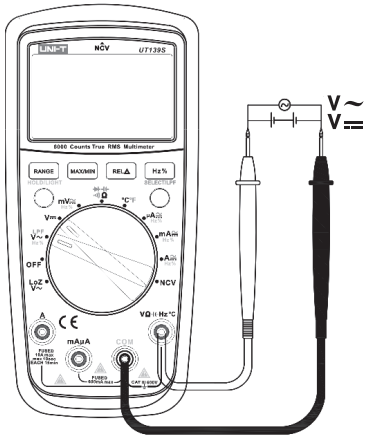

Рисунок 3
1) Установите поворотный переключатель в положение **V ⁓** или **V ⎓** (Рисунок 3).